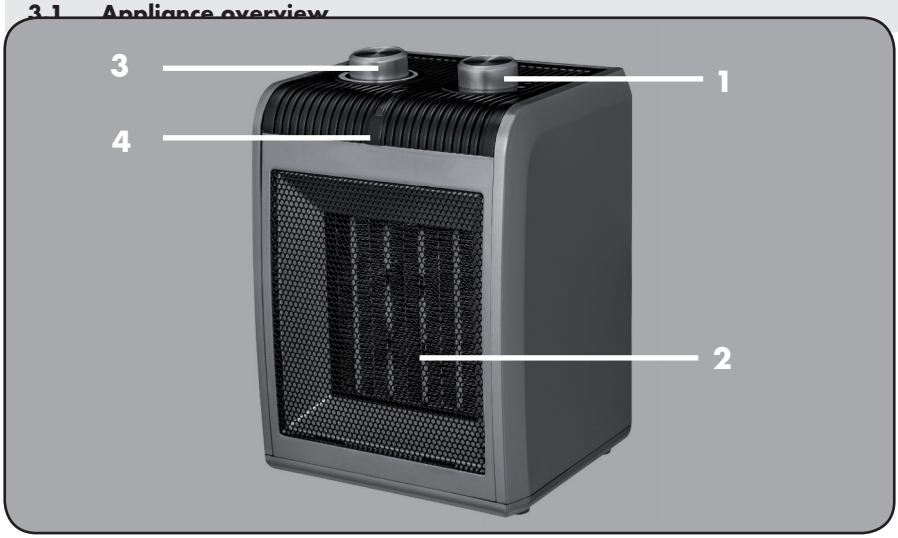

Fig. 1: Appliance overview
1. Make sure the heating level switch (see Fig. 1, No. 1) is at “0”. Then connect the fan heater to an earthed socket protected with an earth-leakage circuit breaker.
2. Now switch on the appliance by moving the heating level switch (see Fig. 1, No. 1) to the desired position. The red pilot lamp lights up. The following applies here:
1. Start the appliance by setting the desired heating power using the heating level switch (see Fig. 1, No. 1).
2. Turn the temperature control (see Fig. 1, No. 3) clockwise as far as it will go.
2. Move the heating level switch (see Fig. 1, No. 1) to position “0”.